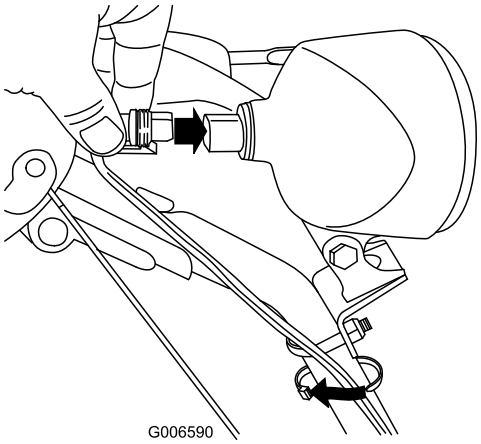

Figur 59
6. Før ledningkonnektoren direkte inn på baksiden av frontlykten til den sitter godt på plass (Figur 59).